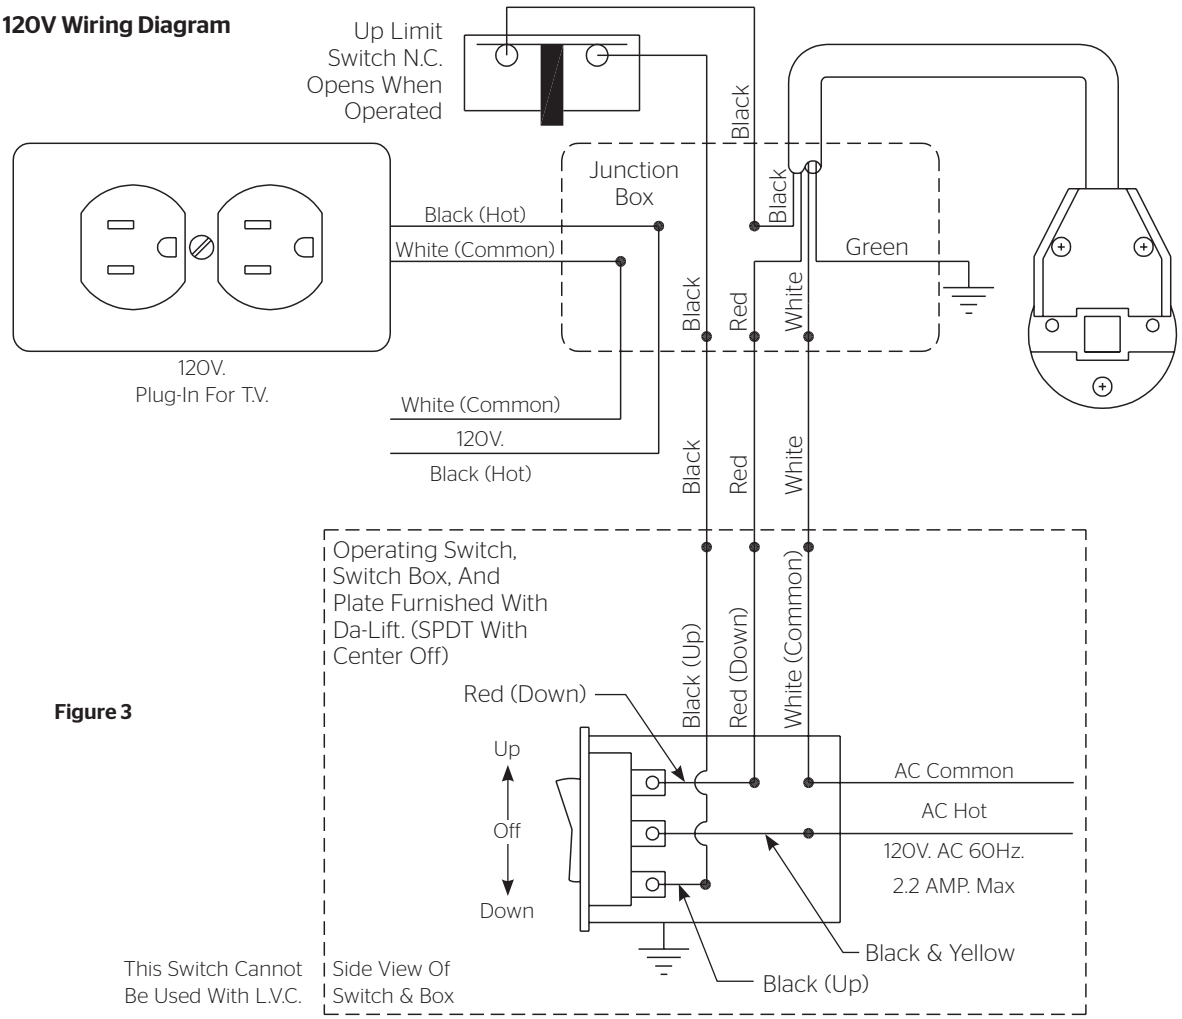

Figure 3
1. Install electrical hook up that applies to your unit. Make sure to review your Electrical Installation Checklist and wiring diagram (see Figure 3) for 120-volt switch, 220/240-volt switch, or DRC low voltage control.